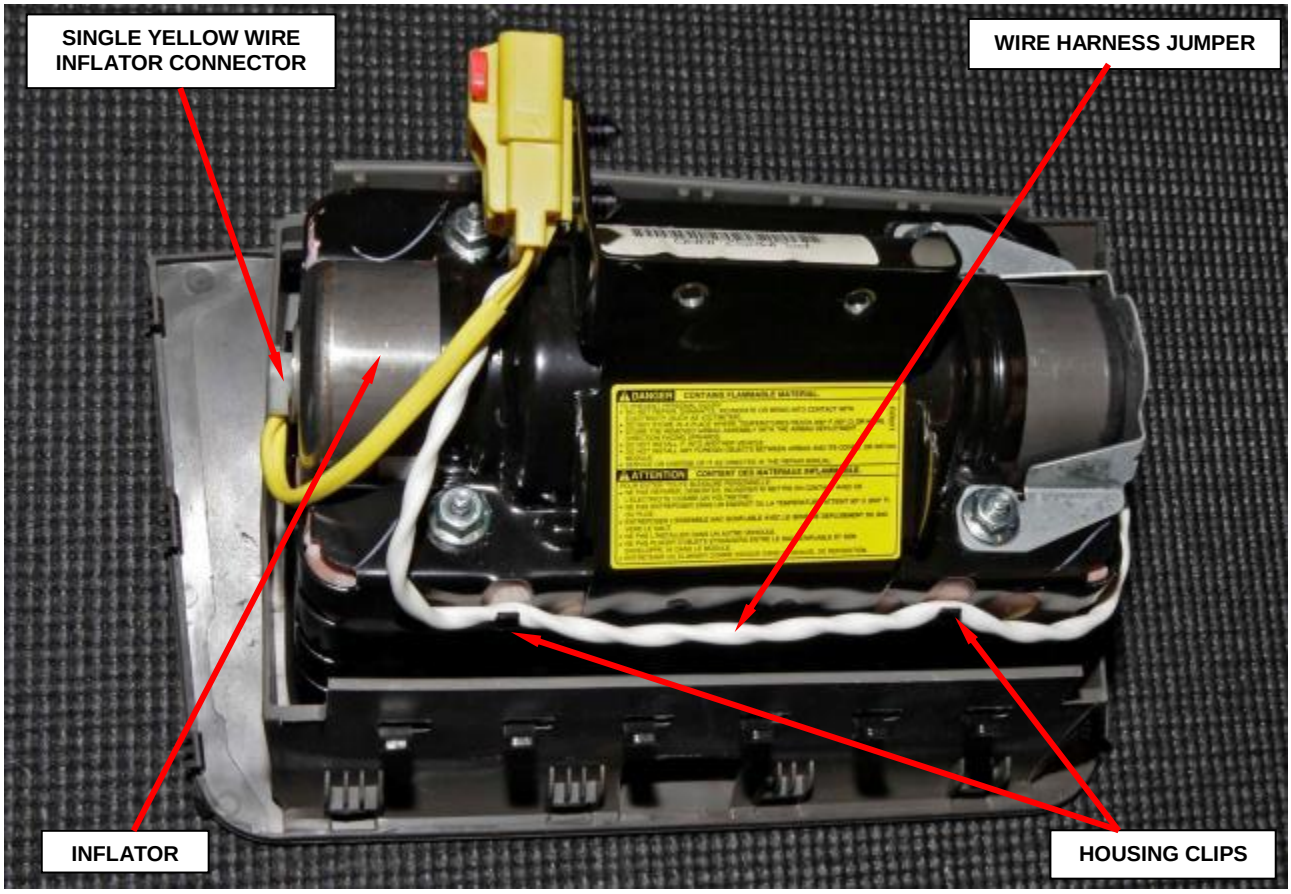

**Figure 44 – Passenger Airbag Assembly**
b. Disengage the wire harness jumper from the housing clips in two places (Figure 44).
c. Disconnect the single yellow wire inflator connector from the end of the inflator (Figure 44).
k. Connect the single yellow wire inflator connector to the end of the inflator after removing the protective tape from the end of the inflator (Figure 44).
l. Engage the wire jumper to the housing clips in two places (Figure 44).